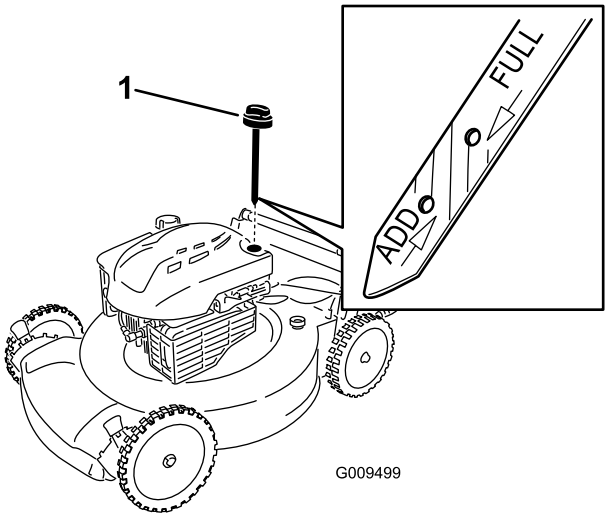

Figur 4
2. Ta ut oljestickan (Figur 4) och häll i ungefär 3/4 av vevhusets oljekapacitet i påfyllningsröret för olja.
5. Ta ut oljestickan och läs av oljenivån, se Figur 4.